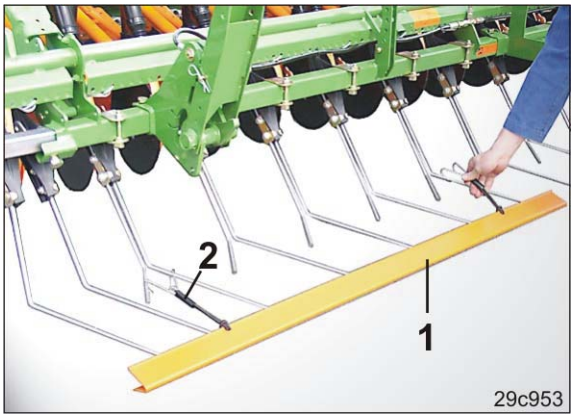

Fig. 165
1. Die mehrteilige Verkehrssicherungsleiste (Fig. 165/1) über die Zinkenspitzen des Exaktstriegels schieben.
2. Die Verkehrssicherungsleisten mit Federhaltern (Fig. 165/2) am Exaktstriegel befestigen.